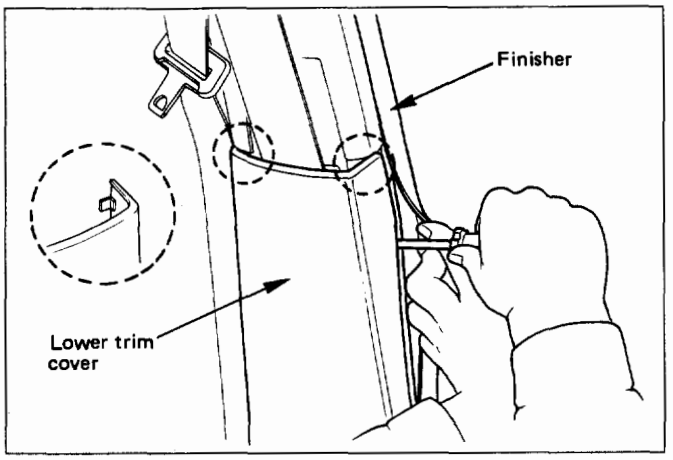

Fig. 10-115
2. **Center pillar lower trim cover (Fig. 10-115)**